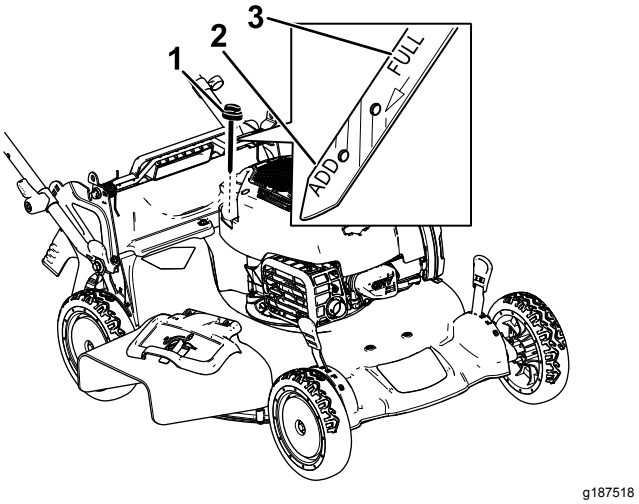

Figur 12
5. Läs av oljenivån på oljestickan (Figur 12).
- Om oljestickan visar att oljenivån är för låg (Figur 12) fyller du försiktigt på lite renande
- Om oljestickan visar att oljenivån är för hög (Figur 12) tappar du ut överflödig olja tills oljestickan visar korrekt nivå. Se Byta ut motoroljan (sida 22).